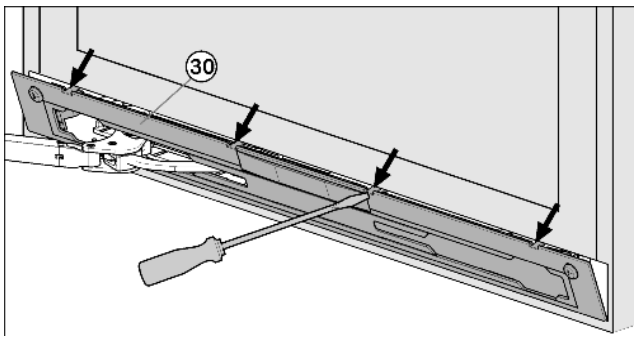

Fig. 11
- ▶ Blende *Fig. 11 (30)* mit Schlitzschraubendreher ausrasten und abnehmen.